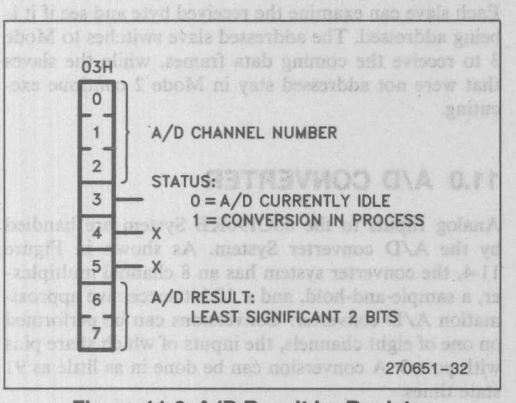

Figure 11-2. A/D Result Lo Register
The A/D converter can cause an interrupt through the vector at location 2002H when it completes a conversion. It is also possible to use a polling method by checking the Status (S) bit in the lower byte of the AD_RESULT register, also at location 02H. The status bit will be a 1 while a conversion is in progress. It takes 8 state times to set this bit after a conversion is started. The upper byte of the result register contains the most significant 8 bits of the conversion. The lower byte format is shown in Figure 11-2.